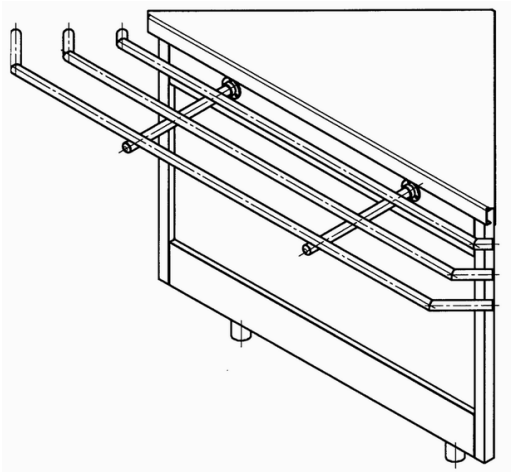

Рис.1
1.3 Общий вид секции показан на рис.1.